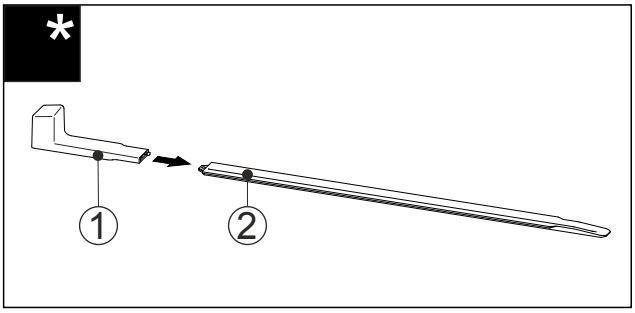

Fig. 47
- ▶ Вставьте монтажную ручку *Fig. 47 (1)* в выравнивающую рейку *Fig. 47 (2)*.